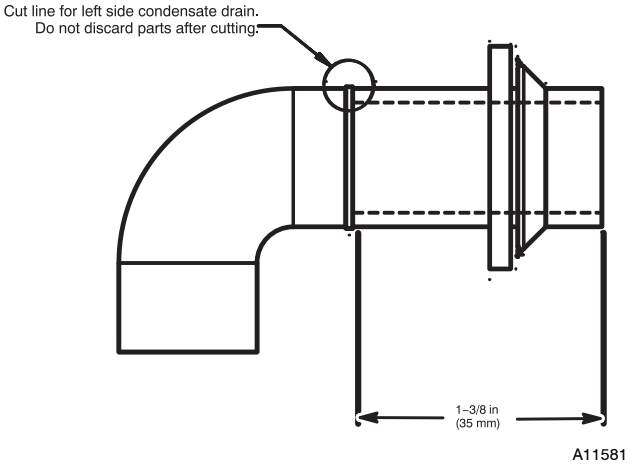

Fig. 16 – Modify Rubber Drain Elbow
3. The Z-pipe is connected to the condensate trap and the outside of the furnace by modifying the formed rubber drain elbow as shown in Fig. 16.
4. Remove the formed grommet from the rubber drain elbow by cutting the elbow along the vertical line located about 1-3/8 in. (35 mm) away from the formed grommet. See Fig. 16. **DO NOT DISCARD THE FORMED GROMMET OR THE RUBBER ELBOW**. Both of these pieces will be used.
TIP FROM CONTRACTORS: When installing the furnace horizontally, use the entire drain elbow (that is, do NOT cut as shown in Fig. 16 to connect the trap to the drain line. This helps to prevent bumps and shocks to the drain line from damaging the furnace drain trap. Avoid misalignment of the drain pipe which may cause kinks in the elbow.